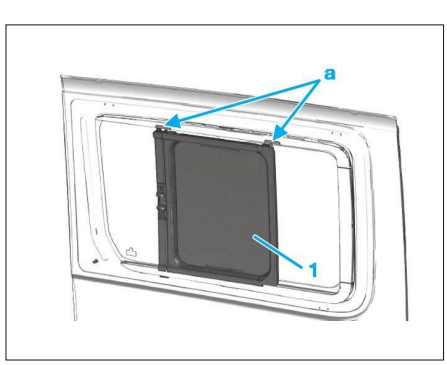

**FIG. 6**
• Ouvrir la vitre (1) de porte latérale coulissante **(Fig.6)**.